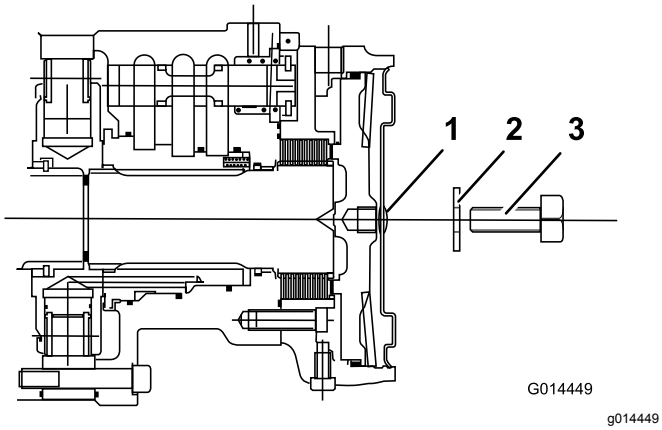

Figuur 36
4. Steek een M12 x 40 mm lange stelschroef met ring in het gat in het midden van de zijkant van de motor (Figuur 36).
5. Draai de stelschroef vast in het draadgat in de remzuiger totdat de rem is uitgezet (Figuur 36).
6. Ga naar de remschijf op de linker voorwielmotor en herhaal bovenstaande procedure (Figuur 36).